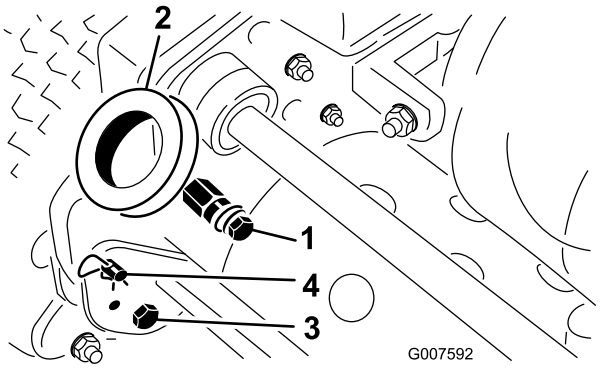

**Figur 2**
1. Afmonter boltene og låsemøtrikkerne, der fastgør bunden af håndtagets arme til hver side af plæneklipperen (Figur 2).
2. Afmonter låseclipsene og ringpindene, der fastgør håndtagets arme til stellets bagende (Figur 2).
3. Sæt håndtagets ender gennem hullerne i håndtagsarmene, og juster hullerne ind efter monteringstapperne (Figur 2).
1. Fjern låseclipsene fra ringpindene på hver side af plæneklipperen (Figur 2).
2. Fjern ringpindene fra hver side, mens du understøtter håndtaget, og hæv eller sænk håndtaget til den ønskede betjeningsposition (Figur 2).